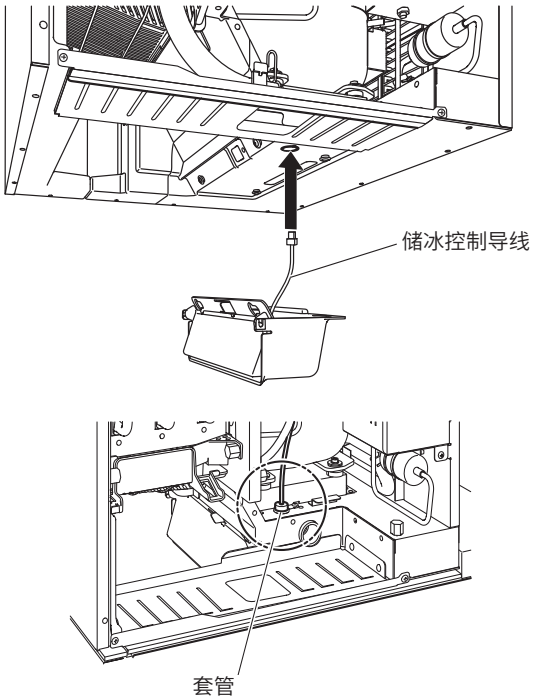

图 5
6) 将储冰控制导线穿过机器底部的通管孔,然后将其穿入机器附带的套管内。请参见图5。